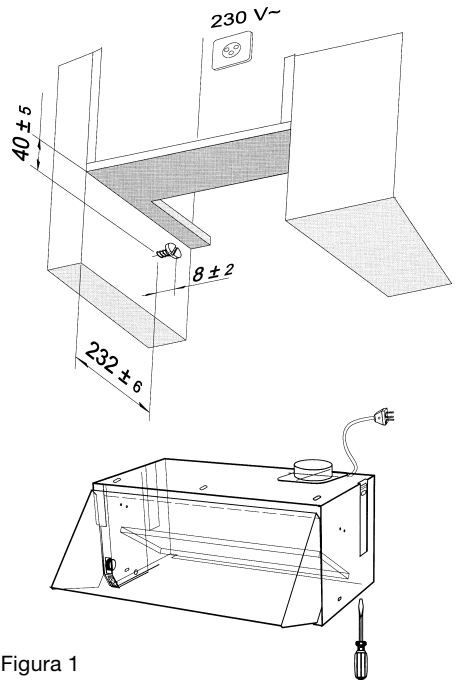

Figura 1
1. Inserire le viti nel pannello laterale del pensile secondo figura 1.